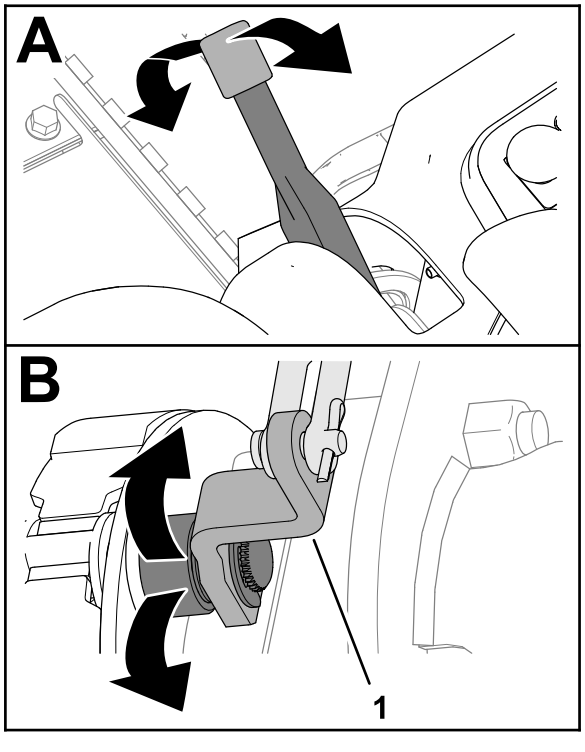

Figuur 70
2. Beweeg de parkeerremhendel naar boven en naar beneden om te controleren of de hendel voor de remnokhendel vrij beweegt (Figuur 70).